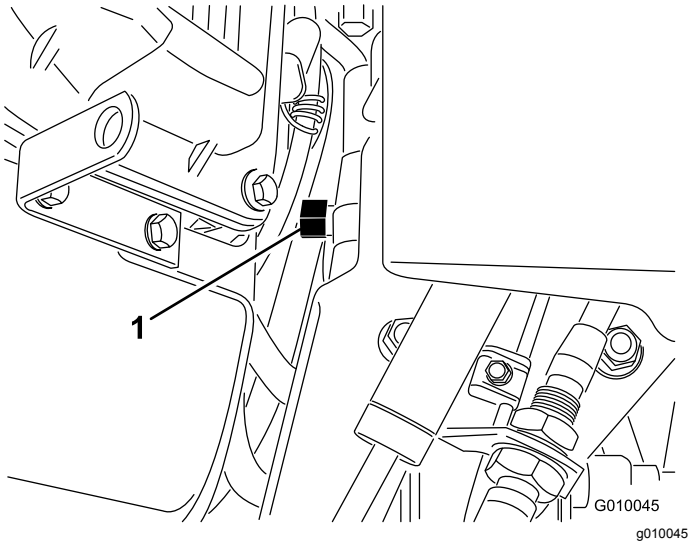

Figur 31
2. Hitta överströmningsventilen mellan motorn och den hydrostatiska pumpen (Figur 31).
3. Använd en 5/8-tums skruvnyckel och vrid överströmningsventilen motsols ett varv. Hydraulvätskan kan då passera förbi pumpen så att hjulen kan rotera (Figur 31).
5. Vrid överströmningsventilen medsols ett varv när du vill använda luftaren igen (Figur 31).